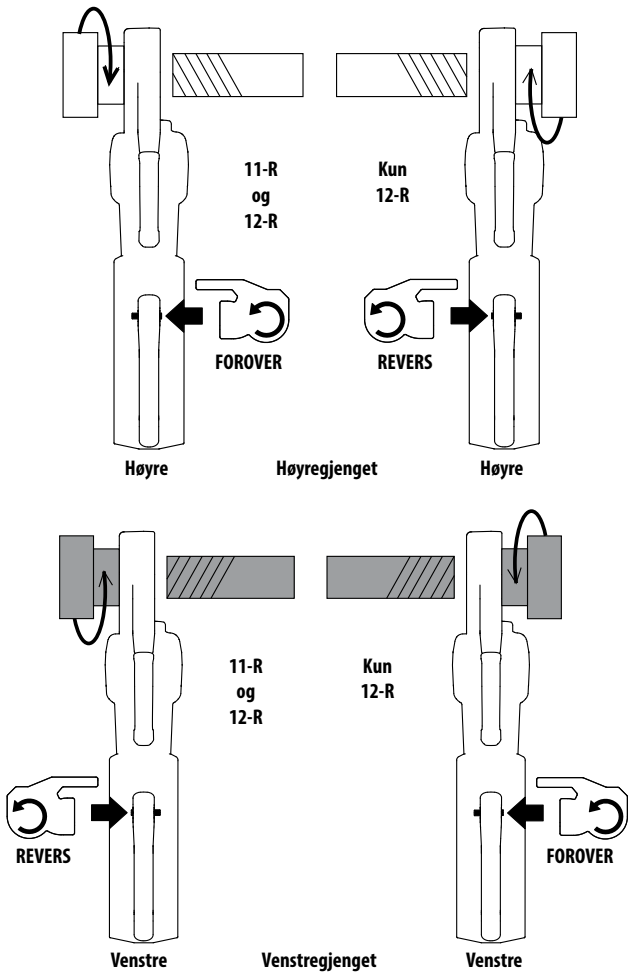

Figur 9 – Forover/Revers-glidebryter/Gjengehode-retning
7. Plasser drivenhetens Forover/Revers-glidebryter for ønsket høyre- eller venstregjenging. *Se figur 9*.